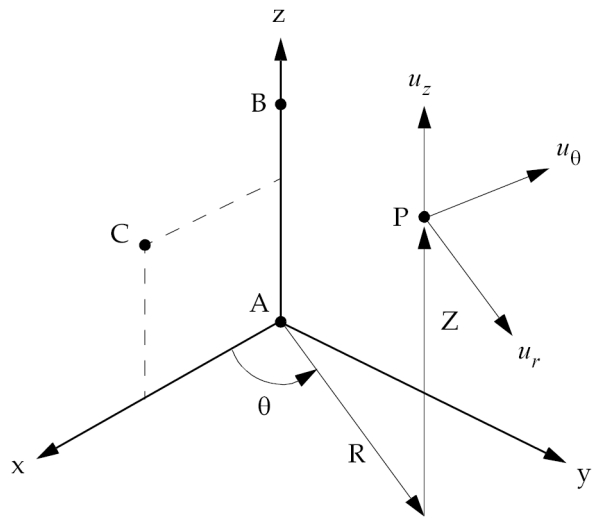

Figure 12-5. CORD2C Definition
5. The location of a grid point (P in Figure 12-5) in this coordinate system is given by (R, θ, Z), where θ is measured in degrees.